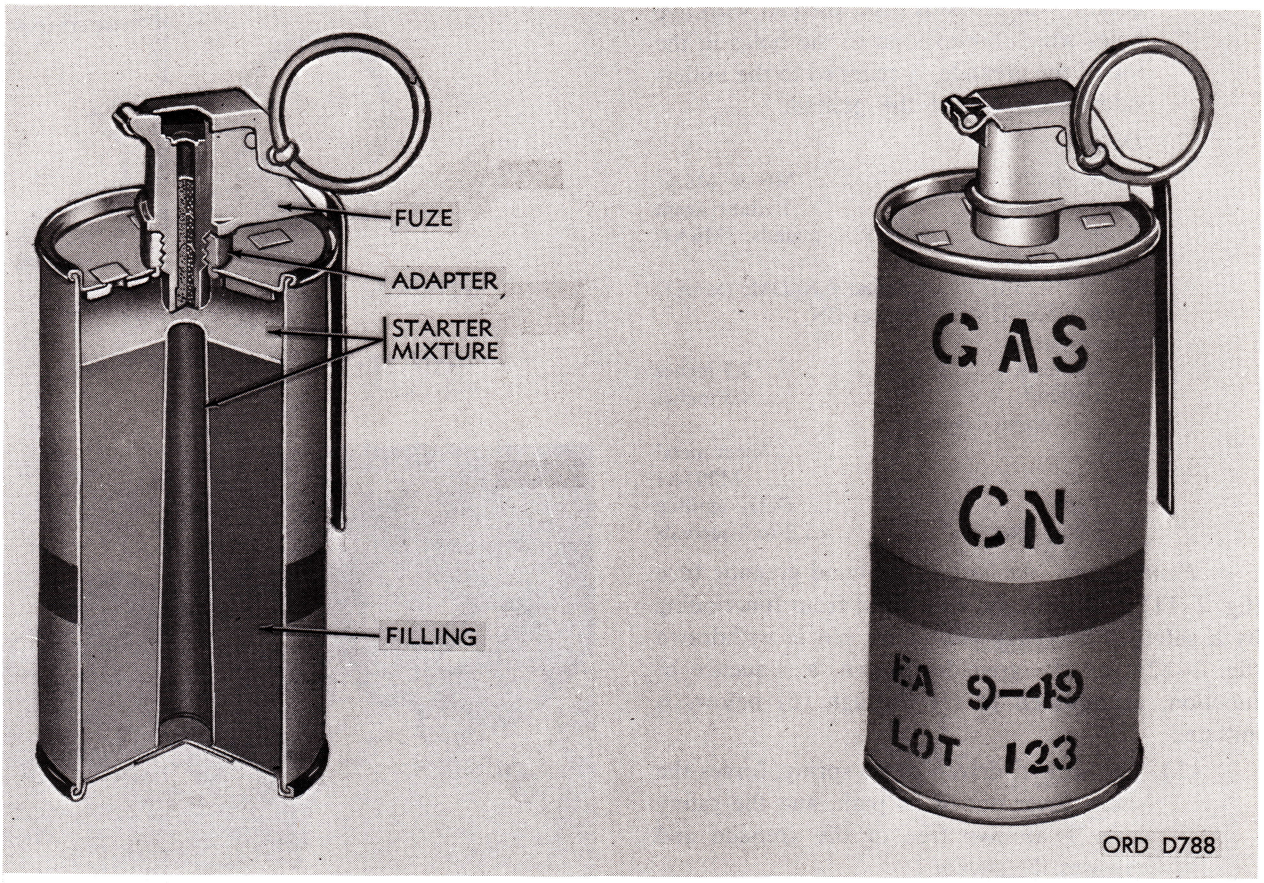

Figure 2–13. Grenade, hand: riot, CN, M7A1, w/fuze M201A1.
(1) *General.* Grenade M7 and M7A1 are cylindrical containers filled with CN (chloracetophenone) and fitted with igniting fuzes M201A1 (figs. 2–11 and 2–13). The body of the grenades is of thin sheet-metal 2.5 inches in diameter and 4.75 inches high. Grenade M7 has 18 emission holes in the sides and none in the bottom, whereas, the M7A1 has 4 emission holes in the top and one in the bottom. The emission holes are covered with pressure-sensitive tape to protect the filling from moisture. Fuze M201A1 is screwed into an adapter in the top of the grenade. The filling is a mixture of CN, sugar, potassium chlorate, potassium bicarbonate, and a finely divided inert substance (diatomaceous earth). The filling is compressed into